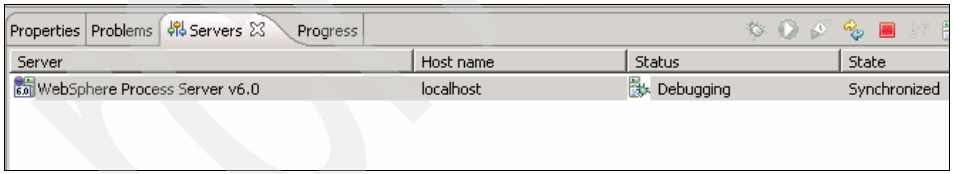

Figure B-47 The server started in debug mode
2. Right-click the ***server instance*** and click **Debug** (see Figure B-47).